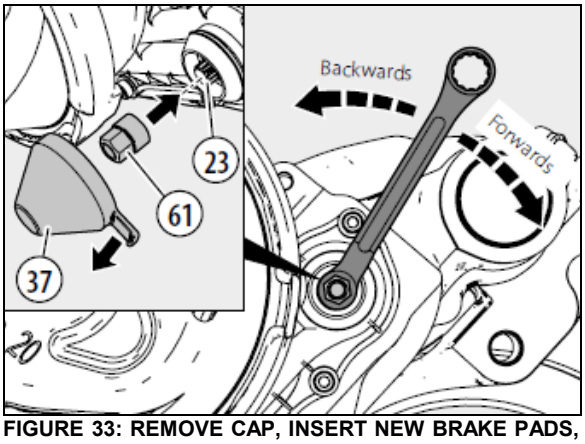

FIGURE 33: REMOVE CAP, INSERT NEW BRAKE PADS, SET THE STARTING GAP
9. Set the starting gap by turning the adjuster (23) with the shear adapter (61) backwards and then forwards (note that when turning backwards a noticeable clicking can be heard and felt), until a value of 0.051 in (1.3 mm) air gap has been achieved (measure between the brake pad and tappets (13).
11. Check the gap between each of the tappets (13) and inboard pad backplate (12). This must be measured over the whole tappet surface of both tappets using two feeler gages simultaneously (feeler gages must be at least 8 ½ in / 220 mm long) (see Figure 33).